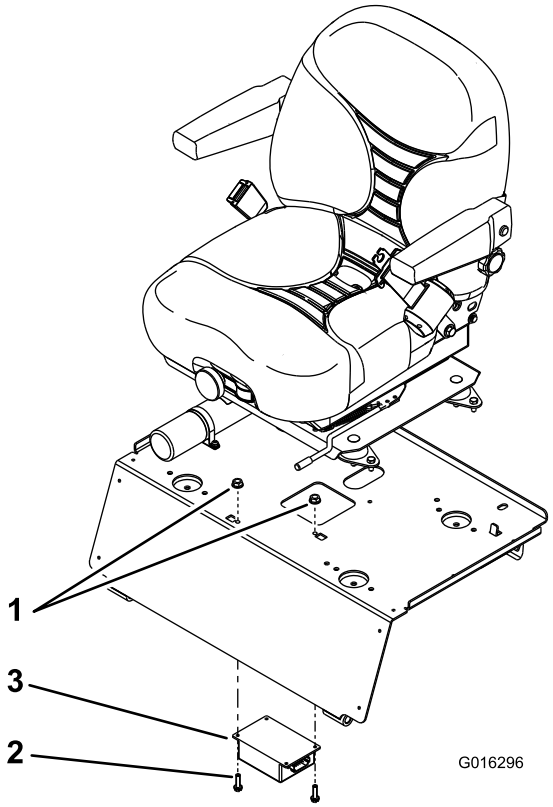

Figura 6
1. Coloque el intermitente de dos velocidades debajo de la chapa del asiento, alineándolo con los taladros de montaje de la chapa (Figura 6).
2. Sujete el intermitente de dos velocidades a la chapa del asiento con 2 tornillos con arandela prensada Nº 10 x 3/4 pulgada y tuercas con arandela prensada (Figura 6).